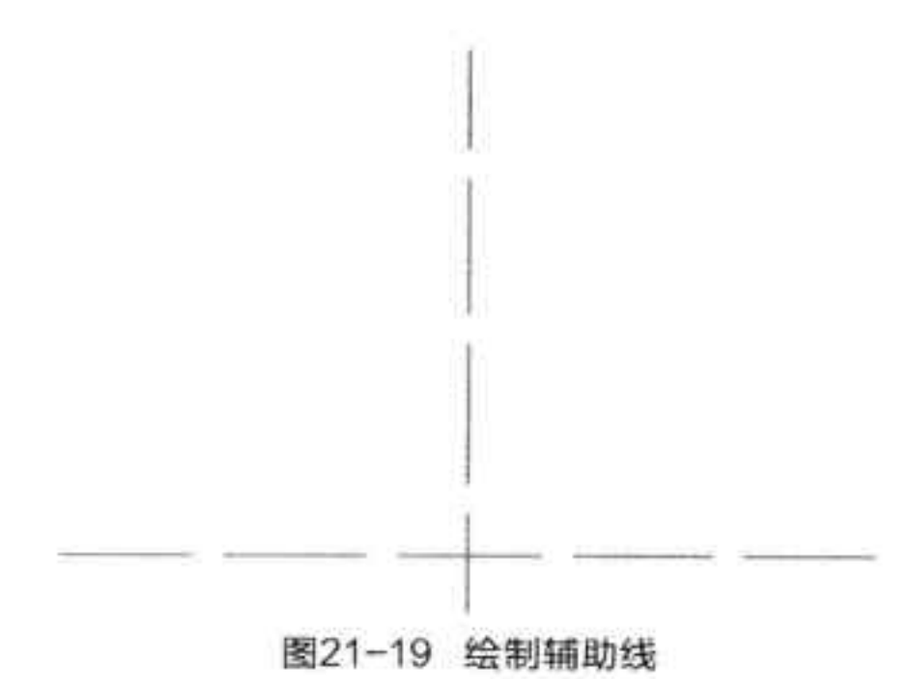

图21-19 绘制辅助线
Step 04 执行“直线”命令，绘制相互垂直的辅助线，如图 21-19 所示。